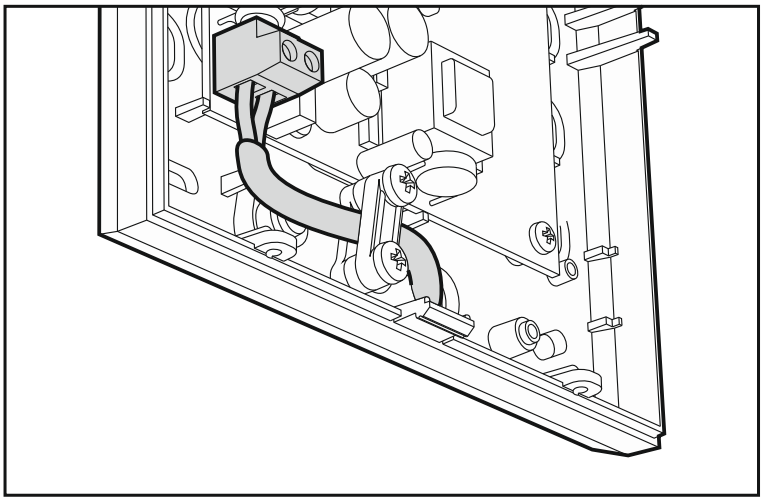

Fig. 2. Método de conexión de los cables de alimentación.
14. Atornillar los conductos de alimentación a los contactos adecuados: cable de fase al contacto L, cable neutral al contacto N (es preciso sujetar el cable utilizando un elemento especialmente concebido con este fin – ver: fig. 2).